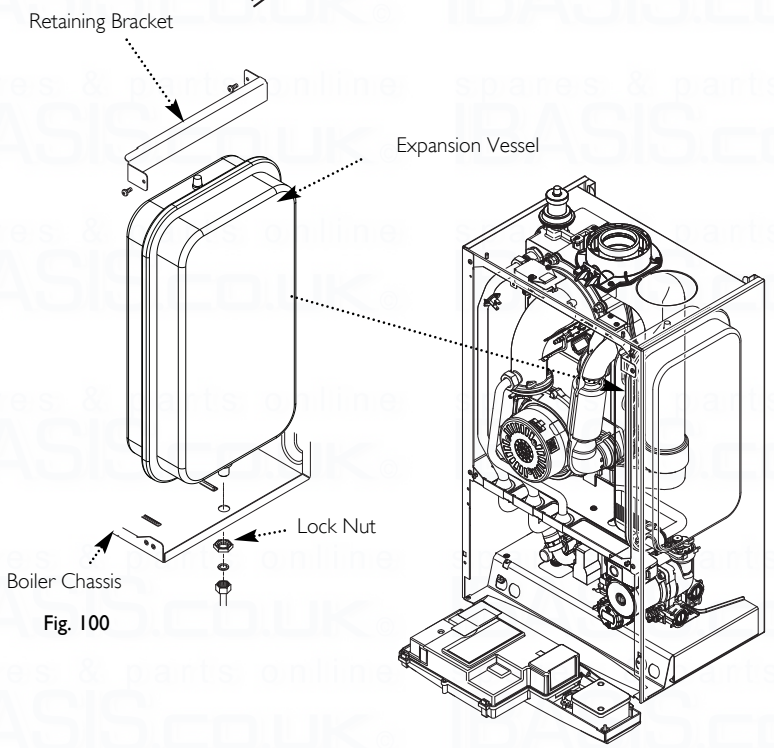

Fig. 100
14.24 Expansion Vessel (Fig. 100)